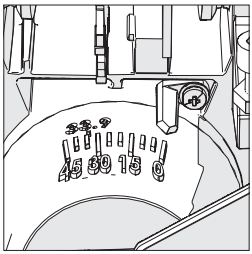

Abb. 8
- Stellen Sie sicher, dass der Schneidkopf aufrecht gegen seinen Anschlag steht und dass der Schrägzeiger 0° auf der Skala anzeigt. **(Abb. 8)**